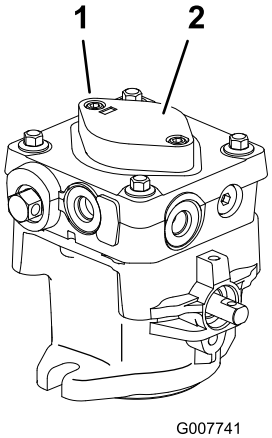

Figura 51
7. Para colocar a bomba de carga a funcionar, desaperte dois parafusos de cabeça sextavada (Figura 51) apenas 1 volta e meia. Certifique-se de que o motor não está a trabalhar. Levante a caixa da bomba de carga para cima e aguarde até que um fluxo constante de óleo flua de debaixo da caixa. Volte a apertar os parafusos. Faça isto para ambas as bombas.